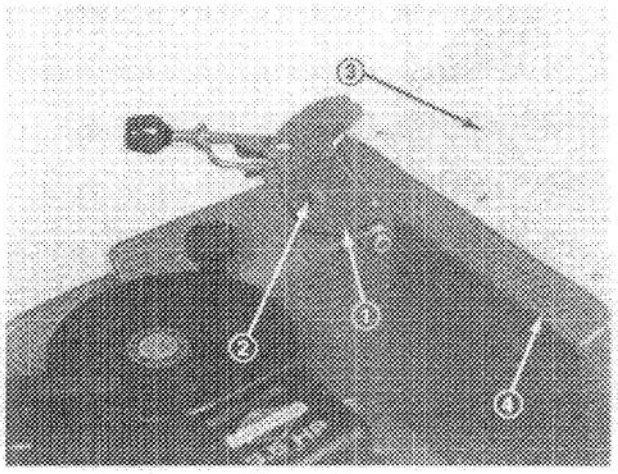
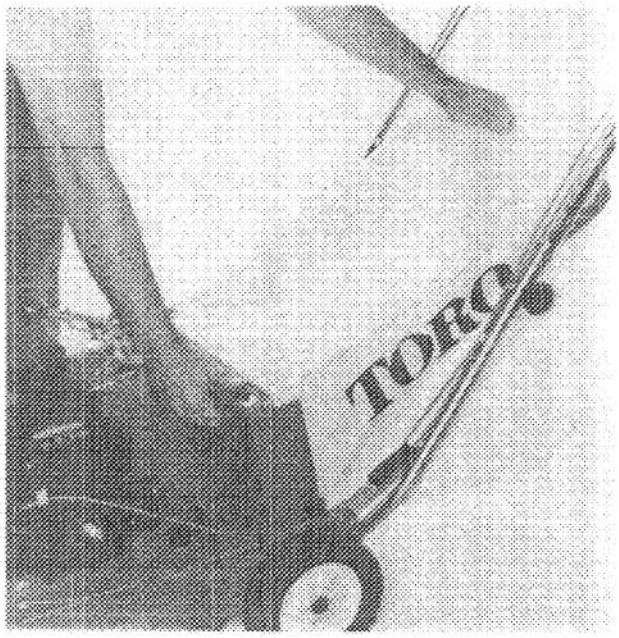

Figure 16
Figure 18
3. Slide guide hole in upper bag frame onto locating stud on mower housing (Fig. 16); then set rear of bag frame onto lower handle (Fig. 18).
5. ⚠ When bag must be emptied, stop the engine and wait for all parts to stop moving. Move chute door handle forward until it locks in the catch. Then lift bag straight up so clippings stay in the bag rather than falling out the opening (Fig. 18).